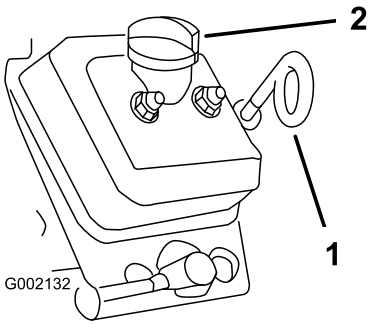

Figur 20
3. Bruk en fille til å rengjøre rundt oljepeilestaven og påfyllingslokket (Figur 20) sånn at smuss ikke kan falle ned i peilestavrøret eller oljepåfyllingshalsen og skade motoren.
4. Ta ut peilestaven, og tørk av enden (Figur 20).
5. Skyv peilestaven helt inn i peilestavrøret (Figur 20).
8. Sett på påfyllingslokket. Se Figur 20.
9. Sett peilestaven ordentlig på plass (Figur 20).